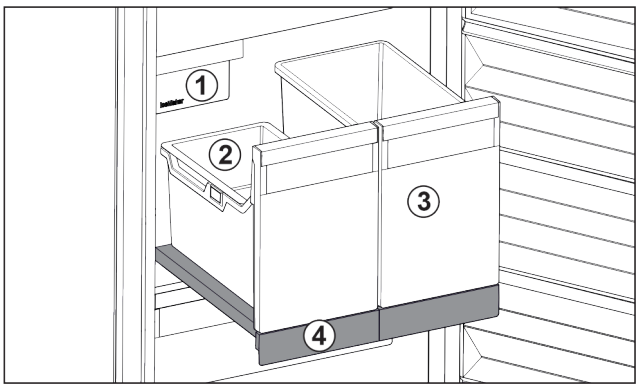

*Fig. 168 Raft extractibil cu IceTower*
Pe raftul extractibil se află două recipiente înalte (IceTower). În recipientul din *Fig. 168 (2)* sunt colectate și depozitate cuburile de gheață din IceMaker. Recipientul din *Fig. 168 (3)* se pretează pentru depozitarea de alimente înalte cum este pizza sau băuturile alcoolice.